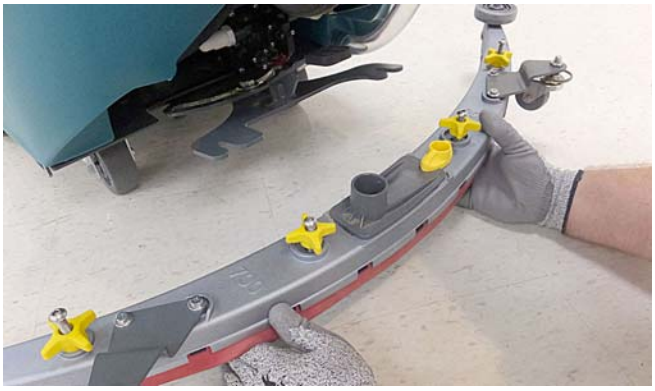

図　5
2. スクイージーアセンブリーをスクイージー取り付けブラケットに取り付けます（図5）。